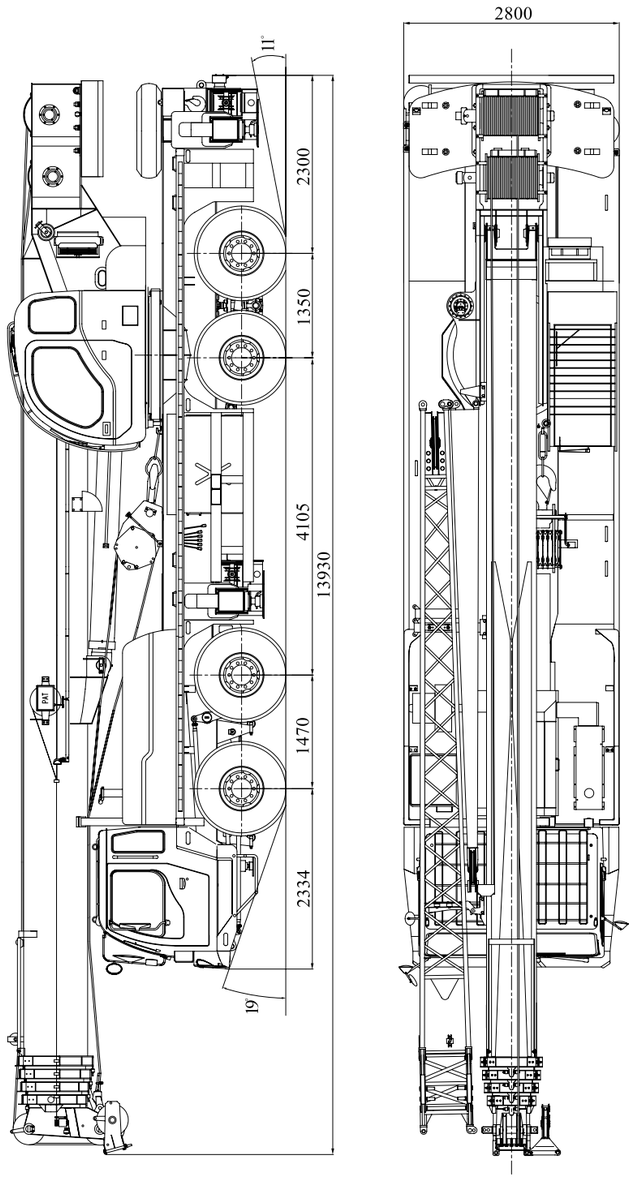

Figura 11-1 Figura del aspecto del vehículo
4. La posición de la gravedad del vehículo está a 2650mm de la parte delantera del centro del eje trasero(la dirección de la cabeza del vehículo), ve la figura 11-1.